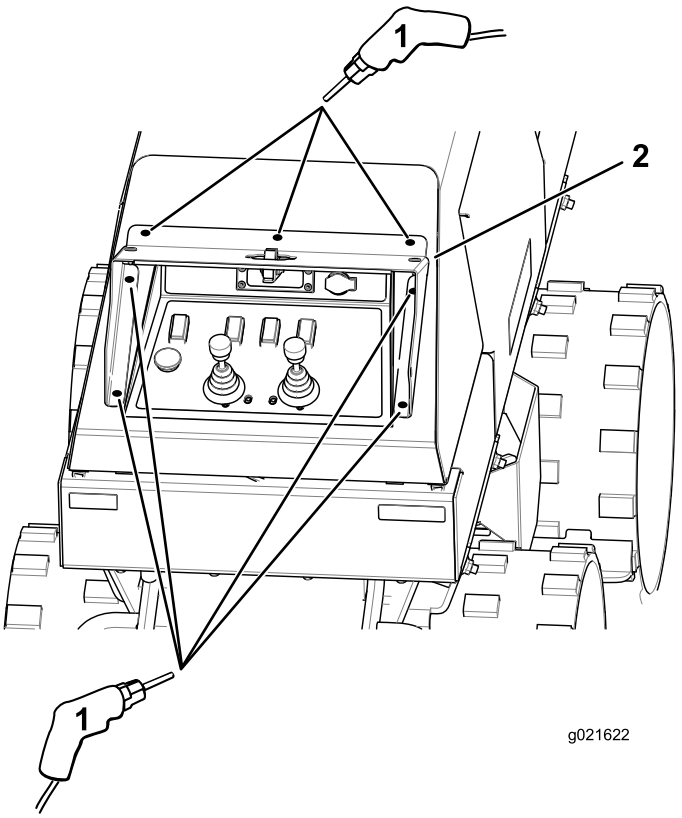

Figure 2
4. En vous servant du couvercle comme gabarit, repérez l'emplacement des trous sur le capot arrière (Figure 2).
7. Avec un foret de 9/32 pouce, percez 7 trous aux emplacements marqués au pointeau dans le capot arrière (Figure 2).